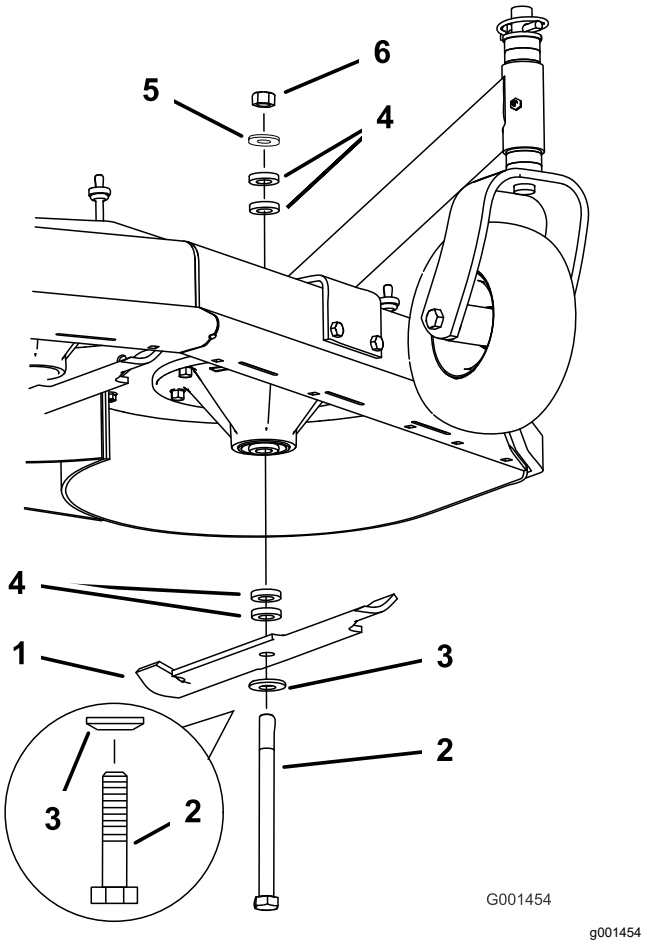

Figure 3
3. Hold the blade bolt and remove the nut (Figure 3).
4. Remove the blade bolt from the spindle and change the spacers as needed (Figure 3).
5. Install the blade bolt, curved washer, and extra spacers, and secure them with a thin washer and a nut (Figure 3).